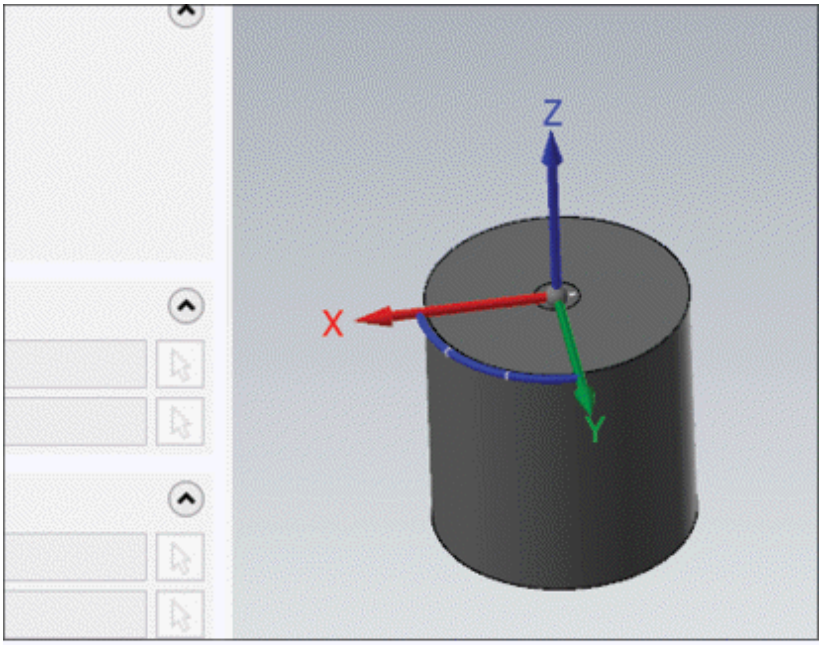

Figure-65. Gnomon on body
- Click on the **Align** button from the **Position** rollout to set alignment of incoming objects. The **Align to Face Manager** will be displayed. Select desired radio buttons from the **Method** and **Mode** areas of the **Manager**. If you want to move merging object then select the **Move** radio button and if you want to create another copy merging object then select the **Copy** radio button. Select desired radio button from the **Mode** area and click on the face of solid to be moved/copied. You will be asked to select a line/edge or draw a line along which you want to move/copy the merging object. Select/draw desired reference line. Gnomon will be displayed on the object to be moved/copied; refer to Figure-65. Move the Gnomon to desired location and press **ENTER** to create copy.